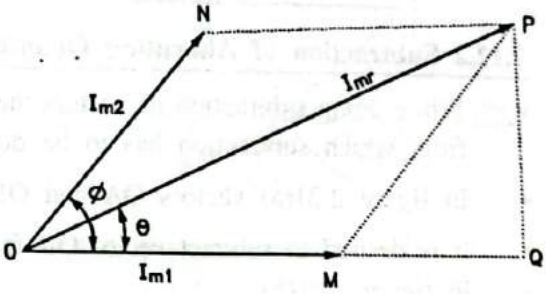

FIG. 2.19 : PARALLELOGRAM METHOD
- Let two alternating currents $i_1$, and $i_2$ in the two branch of a circuit as shown in Fig. 2.19.
- The maximum values of two current $I_{m1}$ and $I_{m2}$ are represented as the two adjacent sides of OM and ON respectively of a parallelogram OMPN as shown in Fig. 2.19.